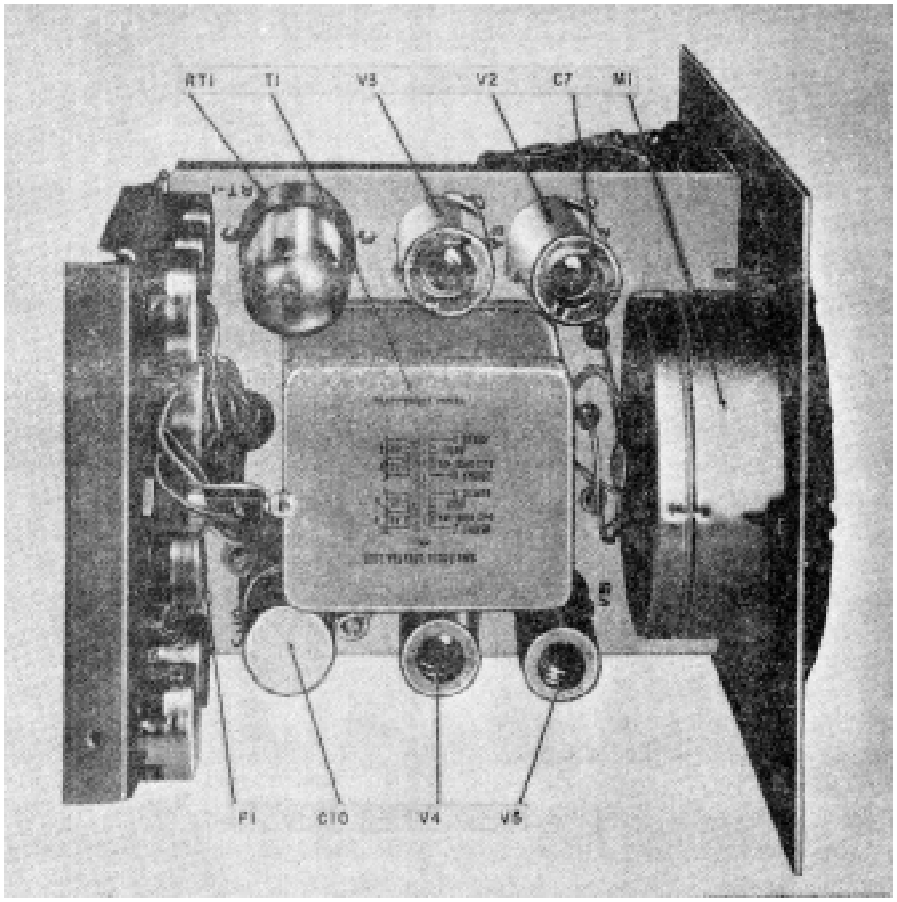

Figure 6-1. Multimeters ME-26B/U, ME-26CIU, and ME26DIU chassis, top view.
(3) *Troubleshooting chart.* The trouble symptoms listed in the chart (para 6-4b) will aid in isolating the trouble to a component part. Component location is shown in figures 6-1 through 6-7.
(2) If the resistance is approximately half of the normal indication (4,900 ohms), check for shorted capacitor C10 (fig. 6-1 and 6-8).
a. General. In the troubleshooting chart (b below), procedures are given for localizing and isolating troubles to a stage or part. Parts locations are indicated in figures 6-1 through 6-7. Voltage and resistance measurements are shown in figures 6-8 through 6-11, overall schematic diagrams are shown in figures 9-3 and 9-4. When trouble has been localized to a particular stage, use voltage and resistance measurements to isolate trouble to a particular part.
c. Transformer T1 defective.	*c.* Replace transformer T1 (fig. 6-1 and 6-3).
t. Capacitor C7 or C8 shorted.	*t.* Replace defective capacitor (fig 6-1 and 6-2, or 6-3 and 6-4).
j. Capacitor C10 defective.	*j.* Replace capacitor C10 (fig 6-1 or 6-3).
m. Meter M1 defective.	*m.* Replace meter M1 (fig. 6-1 or 6-3).